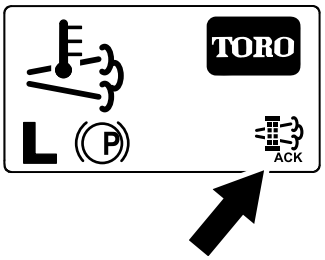

Figur 60
8. InfoCenter viser startskjermen, og regenereringsbekreftelsesikonet (Figur 60) vises i nedre høyre hjørne av skjermen mens regenereringen pågår.